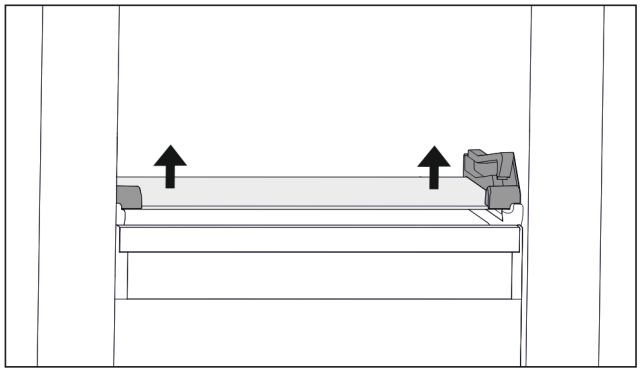

Fig. 108 Tilting drawer glass shelf
▶ Push glass shelf upwards from below on both sides. (see Fig. 108)